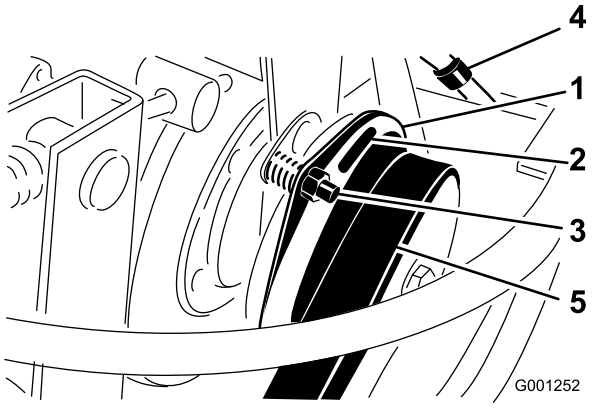

**Figur 65**
3. Juster mellemrummet, så en søgelære på 0,381 mm kan glide ind mellem koblingsbelægningen og friktionspladen med et let tryk (Figur 65). Mellemrummet kan reduceres ved at dreje justeringsmøtrikken med uret (Figur 65). Det maksimale mellemrum er 0,762 mm. Juster alle tre mellemrum.